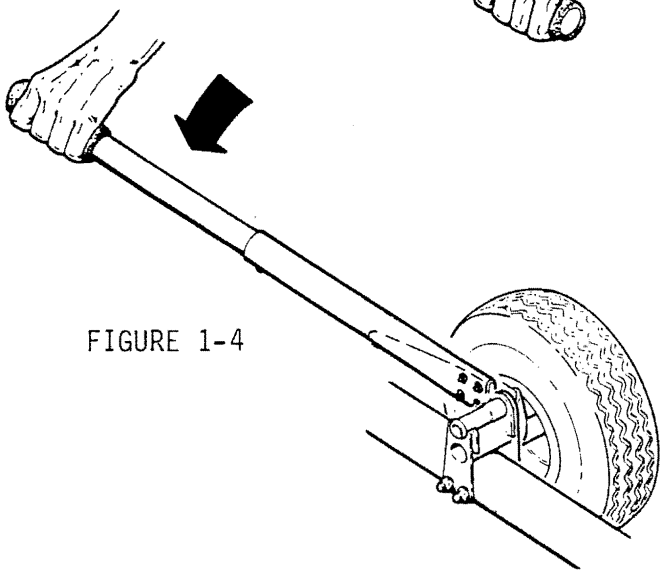

FIGURE 1-4
c) Pull handle over center to raise helicopter and lock wheel in position (see Figure 1-4).